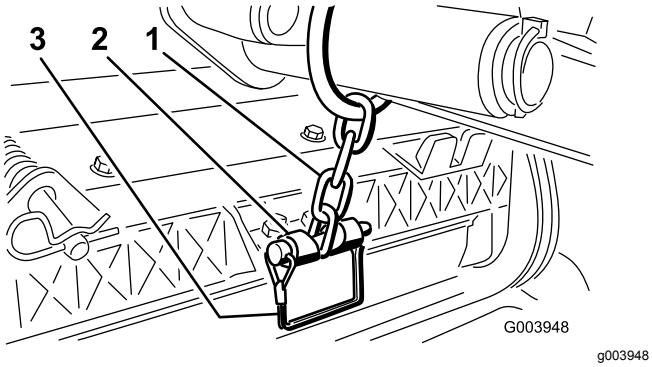

**Figur 13**
12. Fäst lyftarmens kedja på kedjefästet med låsstiftet (Figur 13).